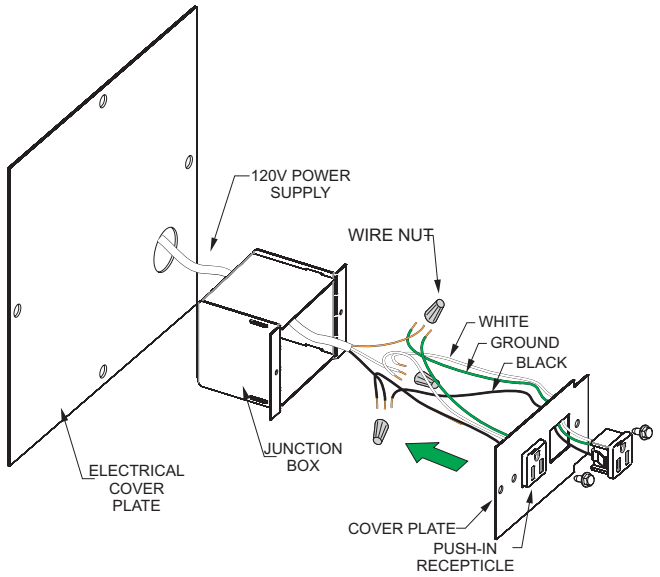

Figure 8
4. Remove the junction box cover. Run 14/2 NM-B with ground or 12/2 NM-B with ground wire through the electrical access panel into the Junction box. Secure wiring with the wire connector as required and install the two receptacles as shown in **Figure 8.** Attach the black wires with a wire nut, and the white wires with a wire nut. Secure the incoming ground wire and green receptacle ground wires under the green ground screw provided in the junction box. Re-install the Junction box cover.